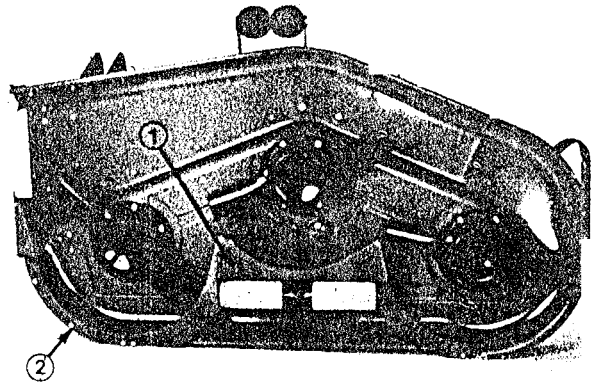

Figure 7
6. Using baffle as a template, mark and drill (3) 3/8" dia. holes thru deck.
7. Secure baffle to deck with (2) 5/16x3/4" carriage bolts, (1) 5/16-18 x 7/8" lg. capscrew and (3) locknuts.
8. Position center ring baffle on deck as shown in Fig. 7. Using a long thin pencil or punch, mark (4) mounting holes in deck. Holes may already be in deck
9. Drill (4) 13/32" holes in deck, if required.
10. Mount center baffle to deck with (4) 3/8-16 x 1" lg. capscrews and lock washers (Fig. 7).
11. Using center baffle as a template, mark and drill (2) 9/32" dia. holes thru center of curved edge of deck (Fig. 7).
12. Secure baffle to edge of deck with (2) 1/4-20 x 3/4" lg. capscrews and locknuts (Fig. 7).
13. Align right ring baffle with end of center baffle and edge of deck (Fig. 7). Mark and drill (2) 9/32" dia. holes in center of curved edge of deck.
14. Secure right baffle to deck with (2) 1/4-20 x 3/4" lg. capscrews and locknuts.